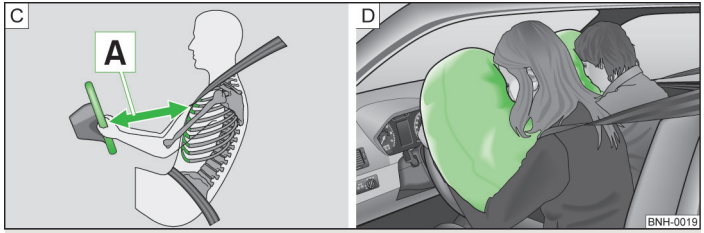

Fig. 83 **Safe distance to steering wheel/inflated airbags.**
If the airbags are deployed, the airbags are filled with a propellant gas and inflated in front of the driver and front passenger » Fig. 83 - D. The forward movement of the driver and of the front passenger is cushioned when they make contact with the fully inflated airbag and the risk of injury to head and chest is thus reduced.
- For the driver and front passenger, it is important to maintain a distance of at least 25 cm to the steering wheel or dashboard A » Fig. 83. Not maintaining this minimum distance will mean that the airbag system will not be able to properly protect you - hazard! The front seats and the head restraints must always also be correctly adjusted to match the body size of the occupant.